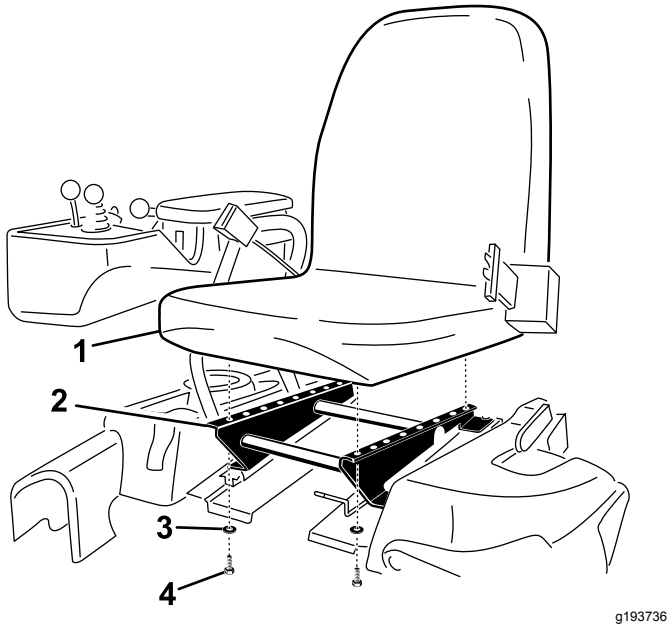

Rysunek 4
3. Zamocuj fotel do podstawy fotela, używając 4 wykręconych wcześniej śrub z podkładkami (Rysunek 4).